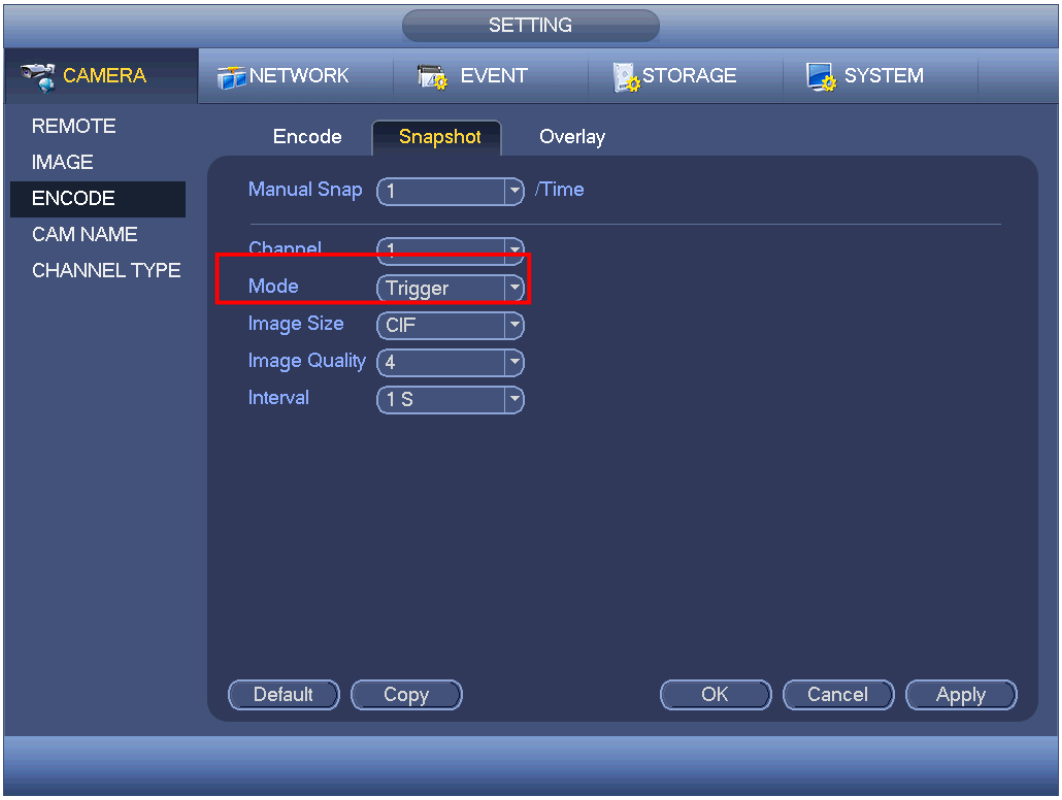

Figure 4-151
- In main menu, from Setting->Camera->Encode->Snapshot interface, here you can input snapshot mode as trigger, size, quality and frequency. See Figure 4-151.